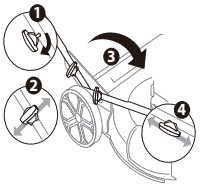

Fig.13A
4. Tournez les boutons de la poignée inférieure de la position verticale (verrouillée 1) à la position horizontale (déverrouillée 2) (Fig. 13A).
5. Repliez la poignée vers l'avant (3) et verrouillez la poignée inférieure en place en retournantles boutons en position verticale (verrouillée 4). (Fig. 13A).